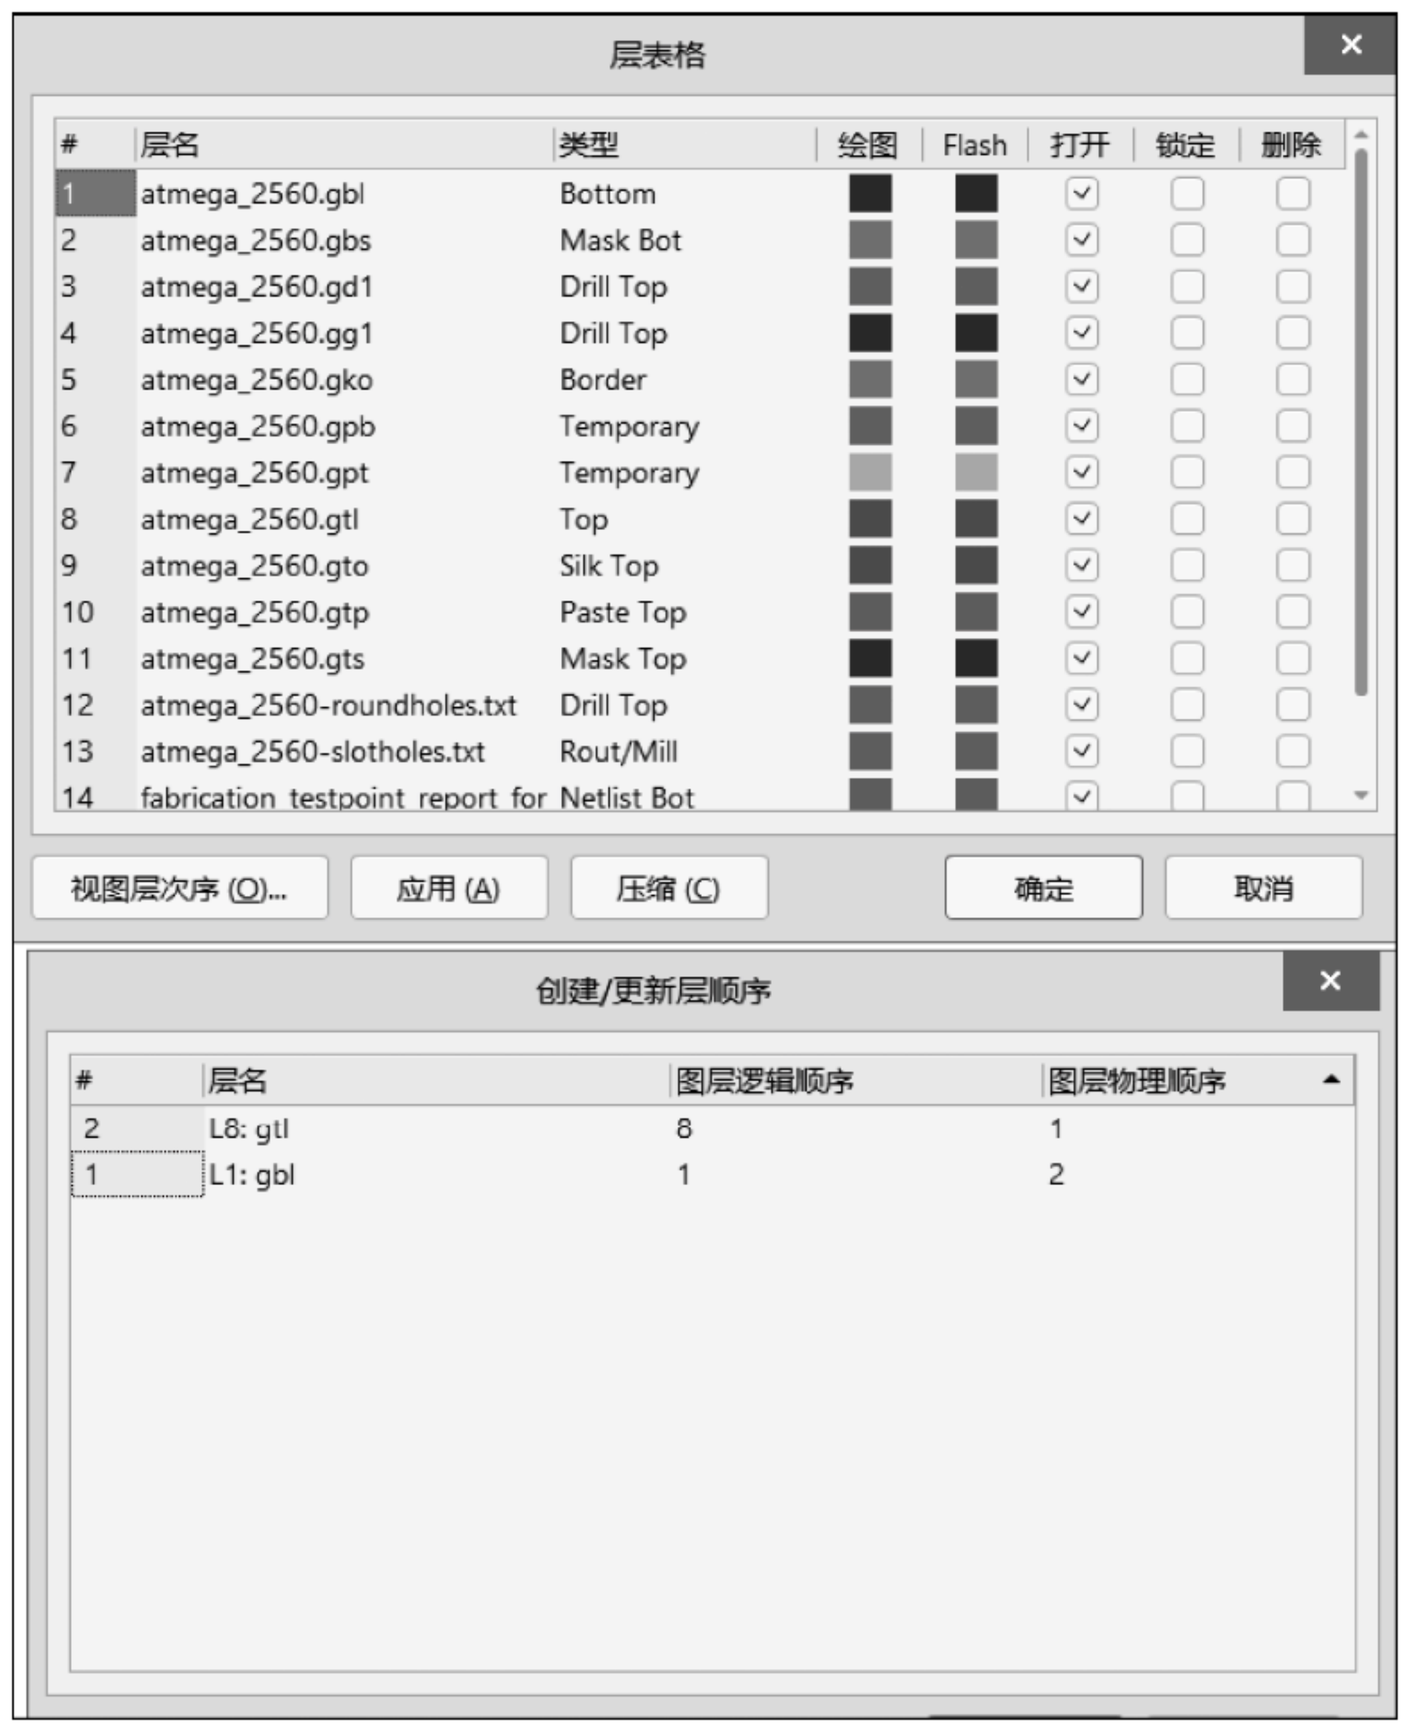

图 1-367　层叠对应设置与叠层顺序设置
(4) Gerber 文件导入之后，核对层叠是否对应一致，执行菜单栏中“表格”→“层”命令，在弹出的“层表格”对话框中设置好层顺序，如图 1-367 所示。